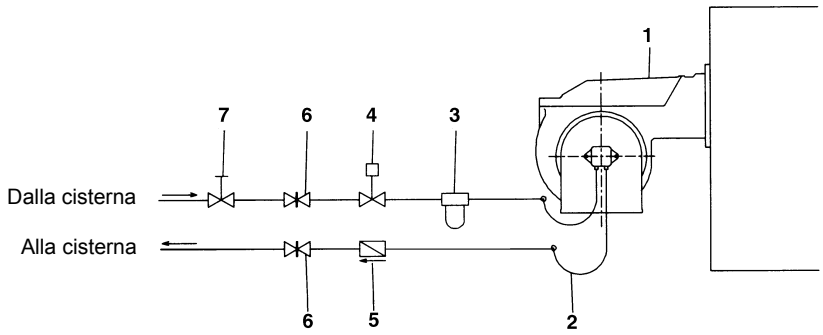

Fig. 21
**NOTA:** negli impianti a gravità e ad anello, inserire un dispositivo di intercettazione automatica (vedere n. 4 - Fig. 21).